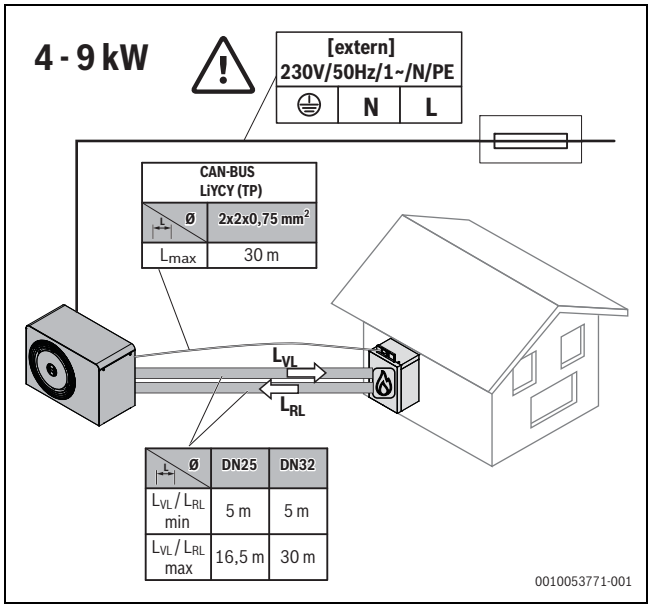
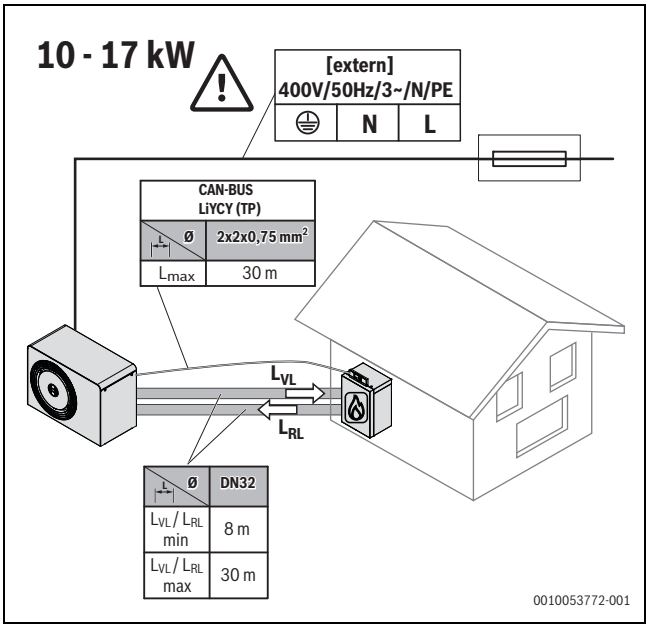

Bild 8 Anforderungen an Leitungslängen 4 – 9 kW
Bild 9 Anforderungen an Leitungslängen 10 – 17 kW
- Minimale und maximale Längen der Rohrleitung und der CAN-BUS-Leitung zwischen dem Anschluss an der Rohrgruppe HF-Set HYC40-2 (einfache Rohrlänge) und der Außeneinheit beachten (→ Bild 8 bzw. Bild 9)